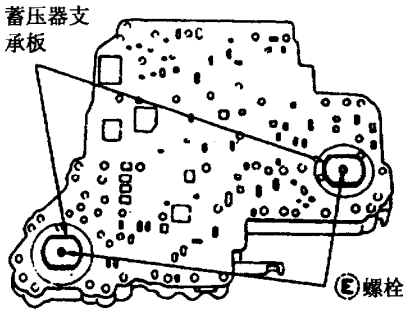

图 9－6－36　安装支承板
(9) 如图 9－6－37 所示，用定位螺栓Ⓕ为导向，将下阀体装到内阀体上，将定位螺栓Ⓕ略微拧紧。
(10) 给 O 形密封圈涂上 ATF 油后装到 OD 取消电磁阀线圈、锁止离合器电磁阀和电气配线接头上。